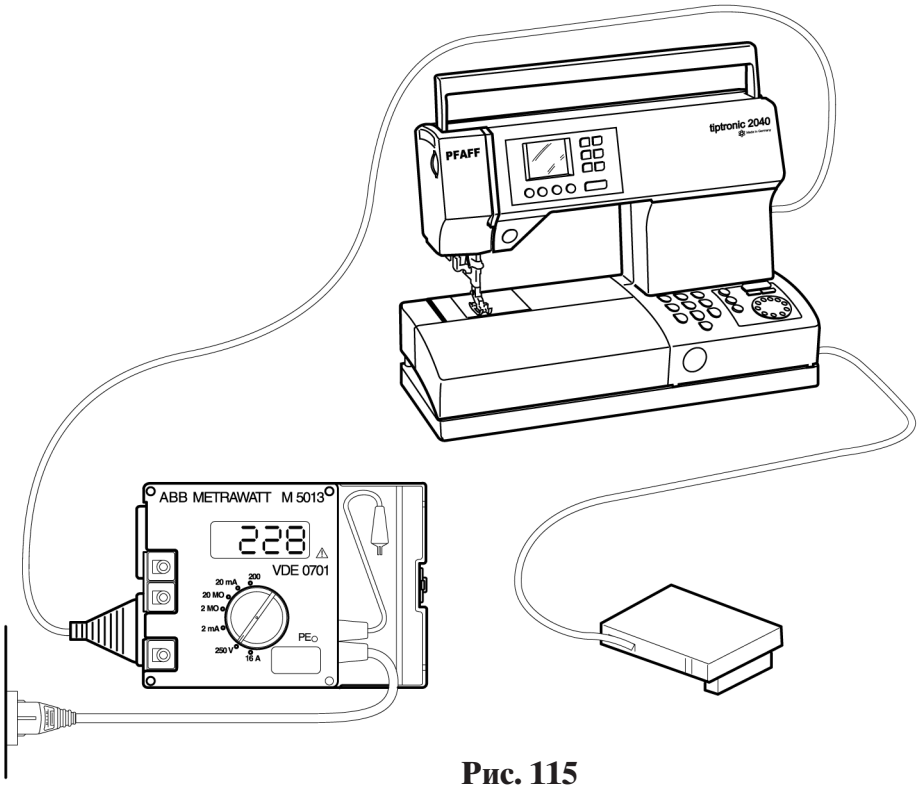

Рис. 115
- Переключатель диапазонов измерения устанавливают на “250 V” (рис. 115). Если в сети имеется напряжение, то жидкокристаллический дисплей прибора показывает соответствующее значение (230 V +/- 10%).